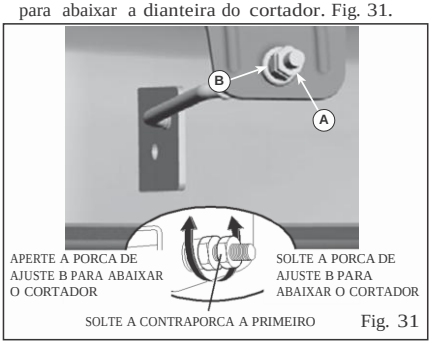

Fig. 31
- Com uma chave 3/4" ou chave inglesa, gire a porca de ajuste da elevação dianteira (B) no sentido horário (aperte) para elevar a dianteira do cortador, ou, no sentido anti-horário (solte) para abaixar a dianteira do cortador. Fig. 31.